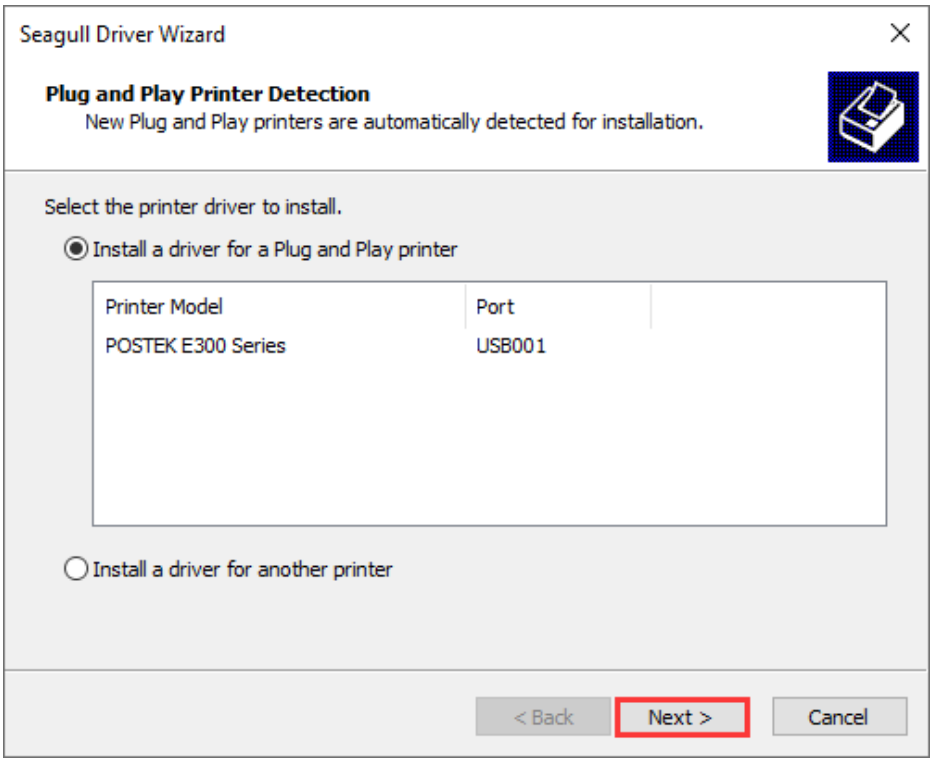

Figure 2-24 Printer Detected
7. The connected printer will be detected (POSTEK E300 Series for example), click "Next", as shown in Figure 2-24.